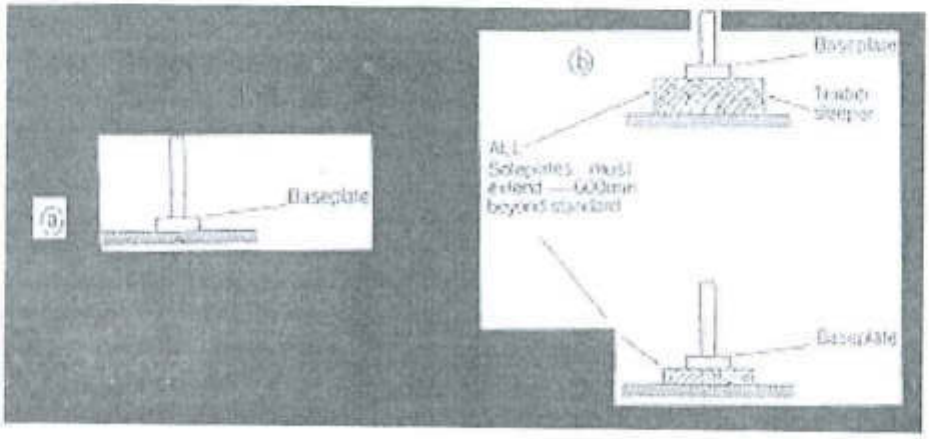

Fig. 16.3 (i)
- Once the surface is ready, sole plates have to be kept. It can be a timber sleeper or steel plate Sole plates should be long enough to hold at-least two vertical pipes and should extend 600 mm beyond the vertical pipes. Sole plates may be avoided in case if the scaffold is erected on a firm ground. (Ref Fig. 16.3 (i)).